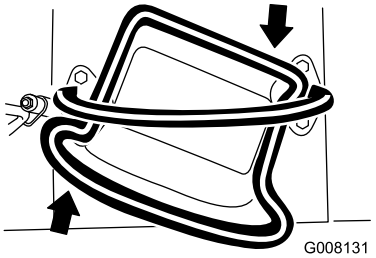

**Figuur 9**
- Voor een bocht naar rechts draait u de tractiebediening rechtsom (Figuur 9).